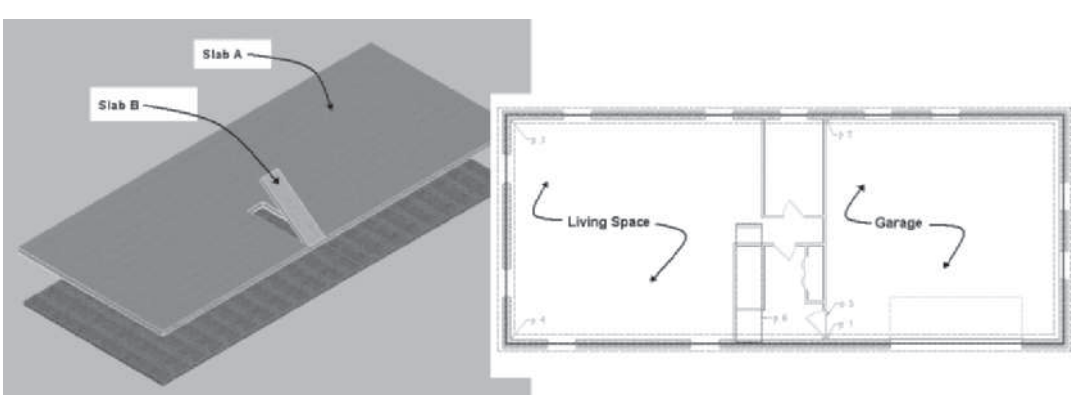

FIGURE 8.31 *Slab added to the basement floor plan*
4. Create slab **A** as shown in Figure 8.31. Import the **Wood Floor System** from the Slabs category of the Roof Slabs and Slabs category in the Design Tool Catalog—Imperial or Design Tool Catalog—Metric of the Content Browser into your drawing. Choose **Apply Tool properties to > Linework and Walls** to convert the exterior basement walls to the Wood Floor System. When you create the slab, specify Retain the layout geometry, **Bottom** justified, and baseline justified. Assign any of the four slab edges as the pivot edge for the slab. Select the slab, edit the Properties palette Thickness = **9.25" [235]**, and adjust the Vertical Offset to **1 1/2" [38]**.
7. Create a Slabs tool palette. To create slab **B** as shown in Figure 8.31, select slab A, drag the slab to the Slabs tool palette to create a tool for the **Wood-Floor-Ceiling slab**. View the building in isometric. Toggle Off Surface hatch to view the Polyline at **p6** as shown in the drawing. Convert the Polyline at p6, (as shown in the drawing file) to the Wood-Floor-Ceiling slab style. Project the slab 8'-0" [2438] using Bottom justification. Assign the pivot edge of the slab to align with the front wall. Edit the slab Thickness to **6" [150]**, Rise = **9" [75]**, and Run = **12" [100]**. After creating the slab, use grips to retain the slope of the slab and stretch the slab **5' [1500]** toward the inside of the house. Select slab **B** and choose **Copy Style** of the General panel in the Slab contextual tab. Name the slab style **Wood–Ceiling**. Modify the slab to remove the subfloor and wood flooring.
13. Turn off all layers except the **A-Slab [S232G]** layer to view the slabs as shown in Figure 8.31. Save the file and close the project upon completion.